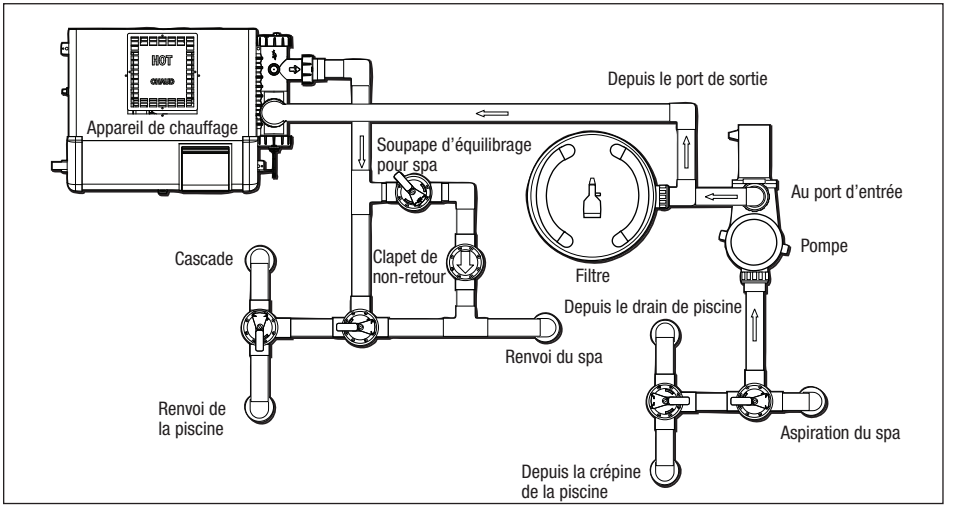

Figure 4. Plomberie basique pour combinaison piscine/spa
3. Placer le filtre sur le socle en béton, aligné avec les tuyaux d'entrée/sortie, voir la Figure 4. *Retirer la vis d'expédition.*